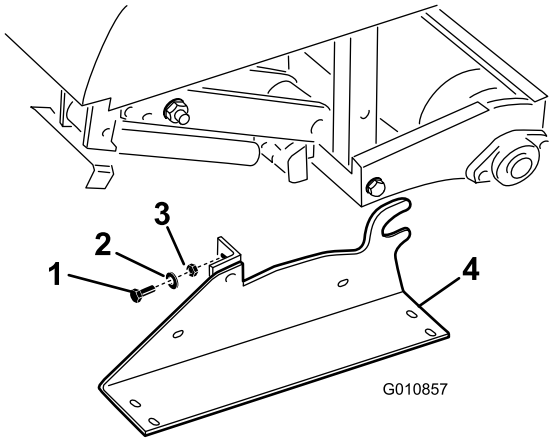

Figur 32
2. Ta bort de bultar, låsbrickor och muttrar som fäster förvaringsstöden på varje sida av luftaren (Figur 32).